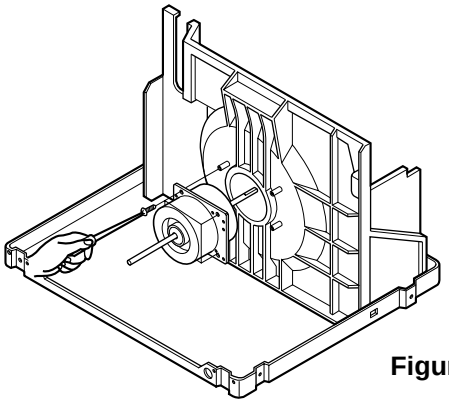

Figure 23
4. Remove the 4 screws that fasten the motor from the air guide. (See Figure 23)
6. Re-install the components by referring to the removal procedure, above.(See Figure 23)